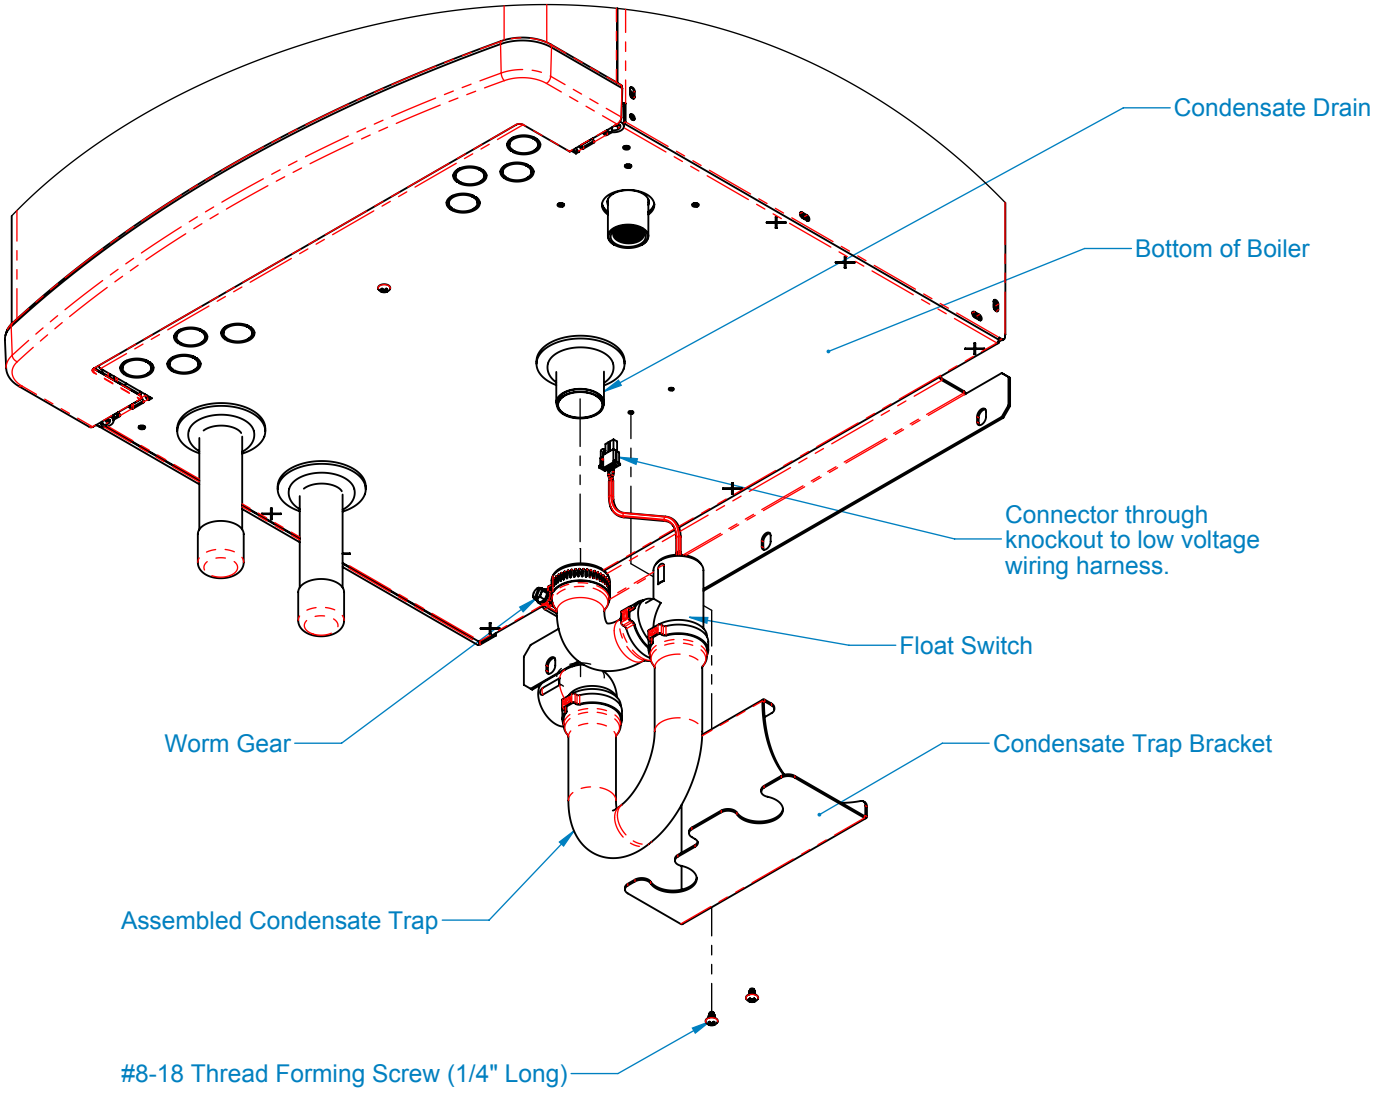

Figure 13.4: Condensate Trap Exploded Parts View
o. **Inspect and clean the condensate trap**. Place a bucket under the condensate cleanout cap on the bottom of the boiler to catch water in the trap. Unscrew the cap. Flush any debris found in the trap with water – do not use other cleaning agents. Reassemble the trap as shown in Figure 13.4.